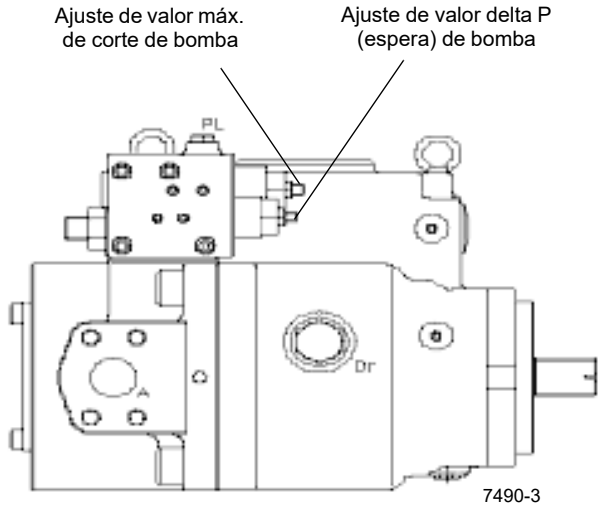

FIGURA 2-10
NOTA: Los procedimientos A al M del texto siguiente corresponden a la (Figura 2-10) a la (Figura 2-26).
2. Asegure que el valor de “corte” máx. de la bomba de émbolo (Figura 2-10) fijado en fábrica sea el correcto. Suelte la contratuerca del tornillo de ajuste de la presión máx. de corte y atorníllelo hasta que se asiente o toque fondo suavemente. Gire el tornillo de ajuste hacia afuera 2 vueltas y trábelo en su lugar con la contratuerca. Esto asegurará que se pueda obtener la presión completa del sistema de 4351 psi (300 bar).
3. Compruebe que el valor delta P (presión de espera) fijado en fábrica en la bomba de émbolo sea el correcto. Con el conector de diagnóstico aún instalado en la lumbrera G1 del colector de bloqueo de estabilizadores/dirección trasera/ejes integrado (Figura 2-11), arranque el motor y hágalo funcionar a ralentí. Atornille el tornillo de ajuste diferencial de la bomba de émbolo N° 1 para aumentar la presión o destorníllelo para reducirla hasta que el manómetro indique 375 ± 25 psi (26 ± 2 bar) (Figura 2-10).